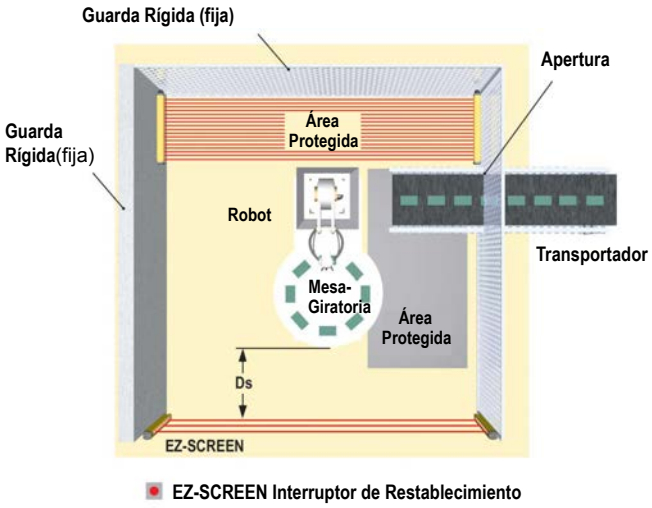

*Imagen 9: Un ejemplo de protección adicional*
Además, el peligro no puede debe ser accesible desde algún punto alrededor, por abajo, o sobre el área definida. Para lograr esto, se debe instalar protección adicional (barreras mecánicas, tales como cortinas o barras), según lo descrito por los requisitos de seguridad ANSI B11.19 u otros estándares apropiados. El acceso sólo será posible a través del área definida del sistema EZ-SCREEN LP o mediante otras medidas de protección que impidan el acceso al peligro (vea *Imagen 9* página 17).
*Imagen 9* página 17 Muestra un ejemplo de protección adicional dentro de una celda de trabajo robótica. La EZ-SCREEN LP, en conjunto con la guarda rígida (fija), es la protección primaria. Se requiere protección adicional (tal como una cortina de seguridad montada horizontalmente como protección de área) en áreas que no se pueden ver desde el interruptor de restablecimiento (por ejemplo, detrás del robot y la banda transportadora). La protección adicional puede ser necesaria para prevenir los riesgos existentes en los espacios libres que la cortina no puede monitorear (por ejemplo, una alfombra de seguridad como protección de área entre el robot, la mesa giratoria y la banda transportadora).